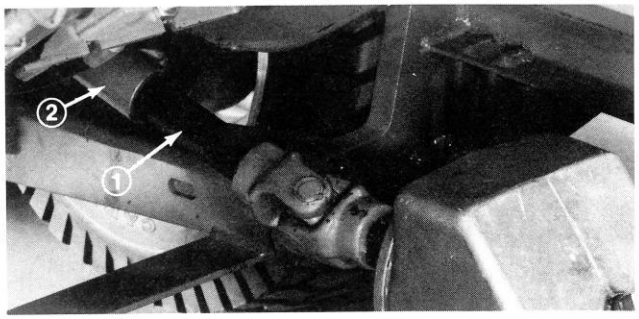

Figure 25
3. Lower cutting unit, remove pins from height-of-cut brackets (4).
5. Stop engine and slide cutting unit away from traction unit and frame separating male and female section of PTO shaft (Fig. 25).